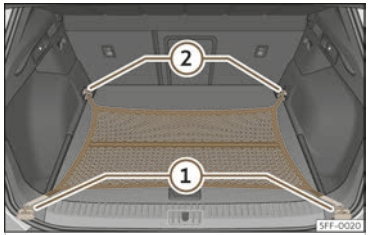

Fig. 198 In the boot: net bag hooked up at floor level.
- Secure the net hooks to the fastening rings ››› **Fig. 198** ① and ② ››› ⚠. The bag zip should be facing upwards.